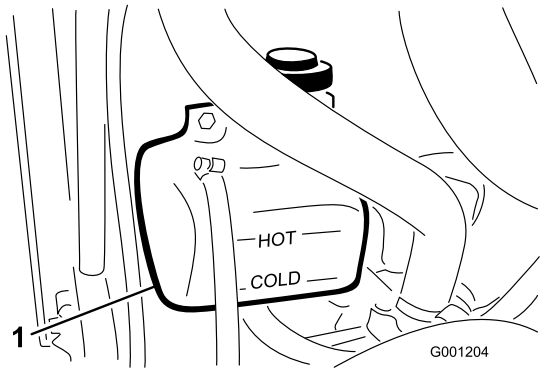

Figur 24
1. Kontroller kjølemiddelnivået i ekspansjonstanken (Figur 24). Kjølemiddelnivået skal være mellom merkene på siden av tanken.